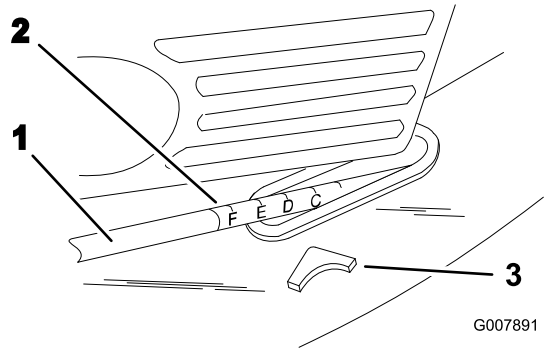

Figuur 18
5. Om de maaimachine in de gewenste maaihoogtestand te zetten, drukt u de maaihoogtehendel omhoog of omlaag. Gebruik hierbij de wijzer en maaihoogteinstelling op de verbindingsstang (Figuur 18).